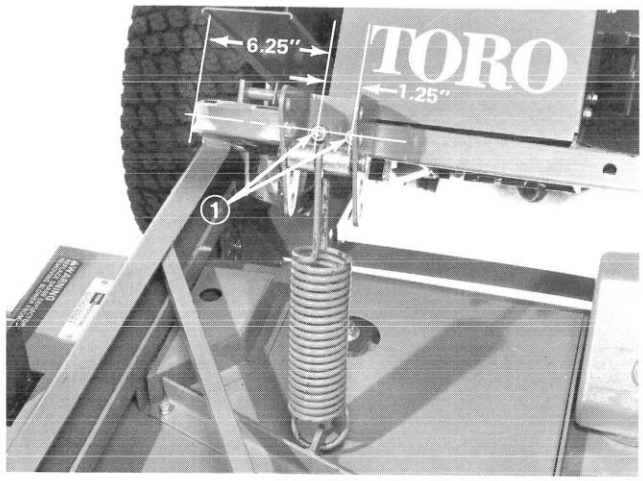

Figure 12
2. Using dimensions shown in Fig. 12, locate and drill (2) 13/32" dia. holes thru both walls of front frame tube.
1. Drill 13/32" (.406") hole (2)
3. Mount spring bracket to frame with fasteners removed. Nuts must be positioned on bracket side when installing (Fig. 12).